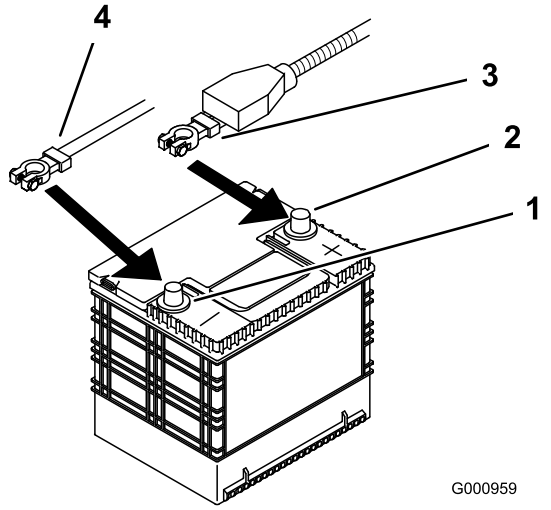

Figuur 56
4. Maak eerst de minkabel los van de minpool (–) van de accu (Figuur 56).
5. Schuif het rode stofkapje voor de accupool van de pluspool (rood) van de accu. Verwijder vervolgens de pluskabel (rood) van de accu (Figuur 56).
4. Bevestig de kabels met 2 bouten (1/4 x 3/4 inch), 2 ringen (1/4 inch) en 2 borgmoeren (1/4 inch) (Figuur 56).